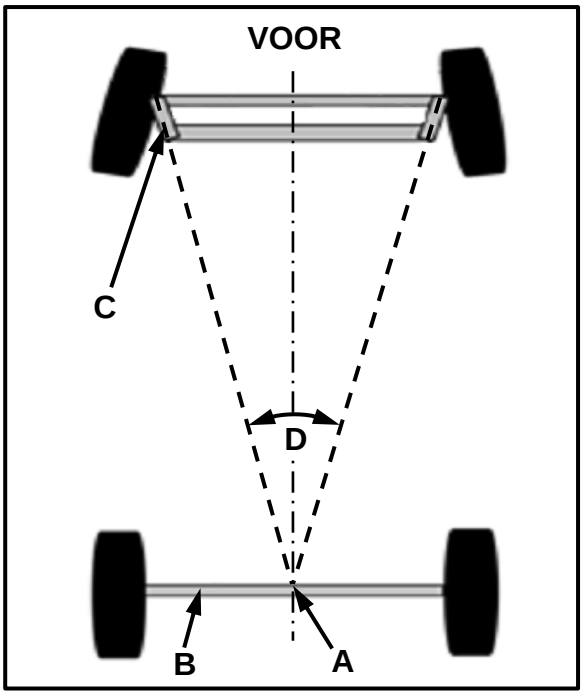

FIGUUR 10.2
10.2 FIGUUR 10.2 hieronder toon 'n wielsporingshoek. Beantwoord die vrae wat volg.